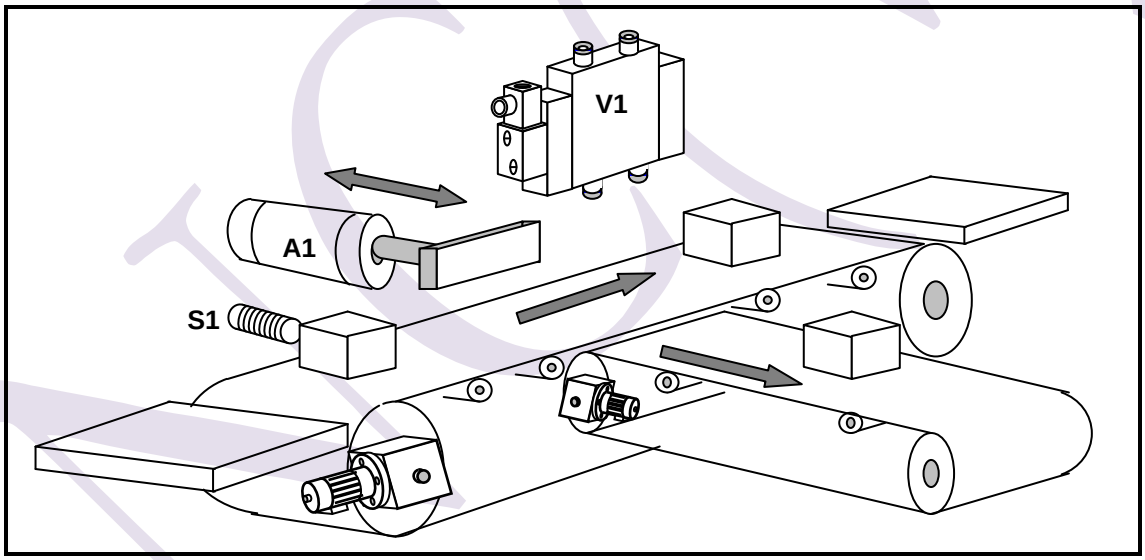

FIGUUR 3
4.1 FIGUUR 3 toon 'n hidrouliese uitstootstelsel ('hydraulic ejector system').